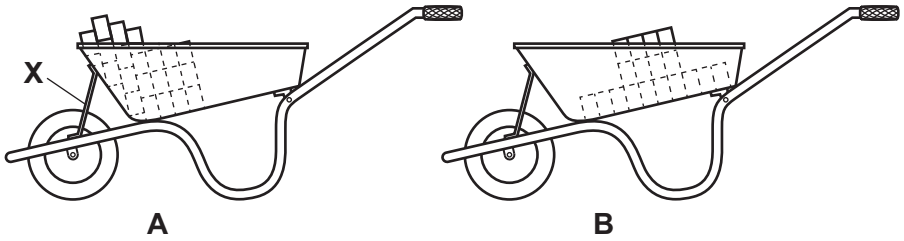

**Fig. 10.2**
**(b)** Fig. 10.2 shows the same wheelbarrow loaded with bricks in two different ways.